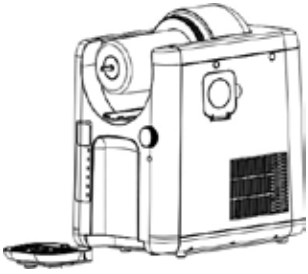

Fig. 10
18. Trek het lekbakje uit het apparaat, leeg het lekbakje en reinig het bakje en het afdruprooster in warm water, waaraan u een beetje afwasmiddel kunt toevoegen (afb. 10).